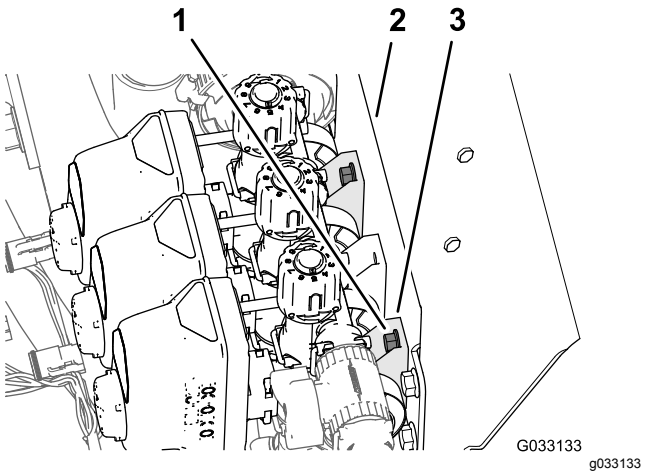

Figuur 44
1. Maak 4 flensbouten (1/4 x 3/4 inch) en 4 flensborgmoeren (1/4 inch) los waarmee de 3 spuitboomkleppen zijn gemonteerd op de bevestigingsbeugel van het verdeelstuk (Figuur 44).